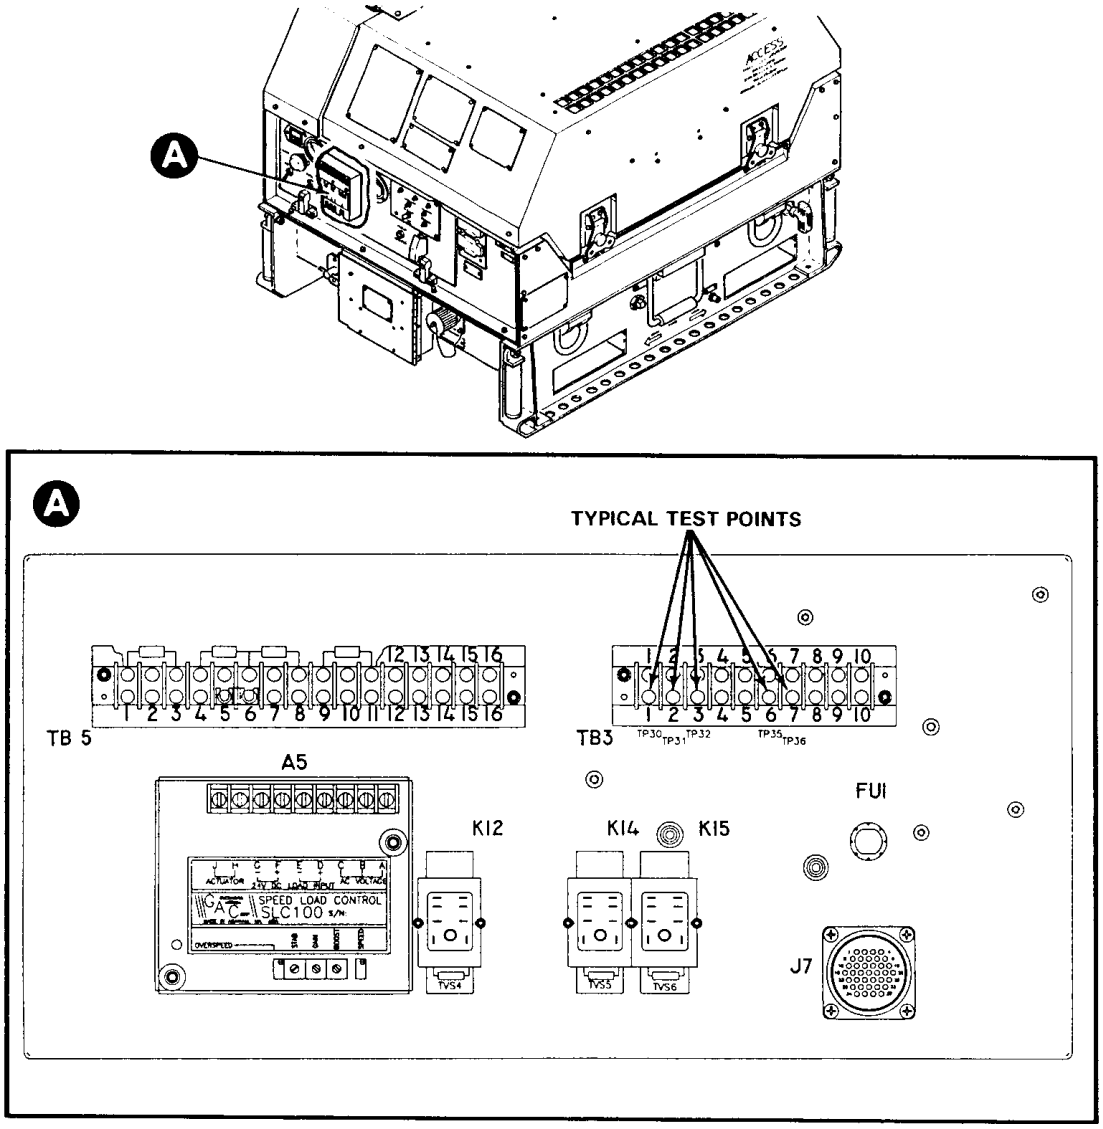

Figure 4-2. Diagnostic Test Points
b. Prior to using troubleshooting table, be sure you have performed all normal operational checks. Refer to the system electrical schematic (Figure FO-1), system wiring diagram (Figure FO-2), generator set wiring harness diagrams (Figures FO-3 and FO-4), control panel wiring harness diagrams (Figures FO-5 and FO-6), and Diagnostic Test Points (Figure 4-2) for assistance in troubleshooting electrical components. Conduct continuity checks on suspect wiring / harnesses as required utilizing these schematics and diagrams.